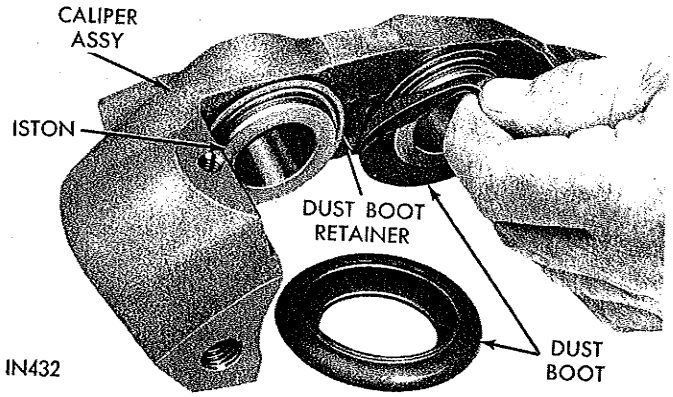

*Fig. 12—Removing Dust Boot from Piston and Caliper*
(5) Peel dust boot out and away from caliper housing retainer and out of piston groove (Fig. 12). Remove remaining dust boots in same manner.